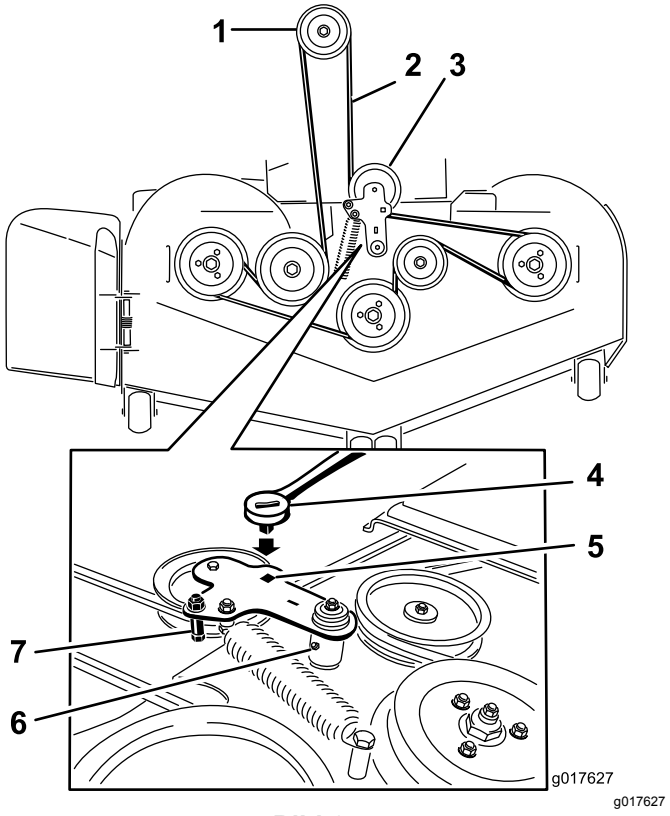

Bild 87
5. Heben Sie den Fahrzeugboden an und stecken Sie eine Ratsche in das rechteckige Loch in der Mähwerkspannscheibe (Bild 87).
6. Drehen Sie die Mähwerkspannscheibe nach rechts und entfernen Sie den Mähwerkriemen (Bild 87).